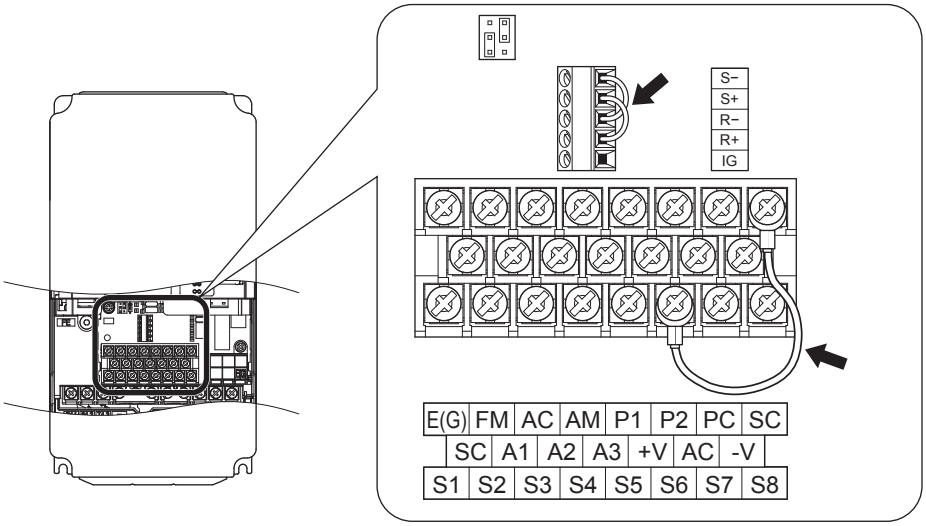

图 C.9 执行自检时通信部端子的连接
4. 在电源 OFF 的状态下，按照图 C.9 连接 R+ 与 S+、R- 与 S-、S6 与 SC。